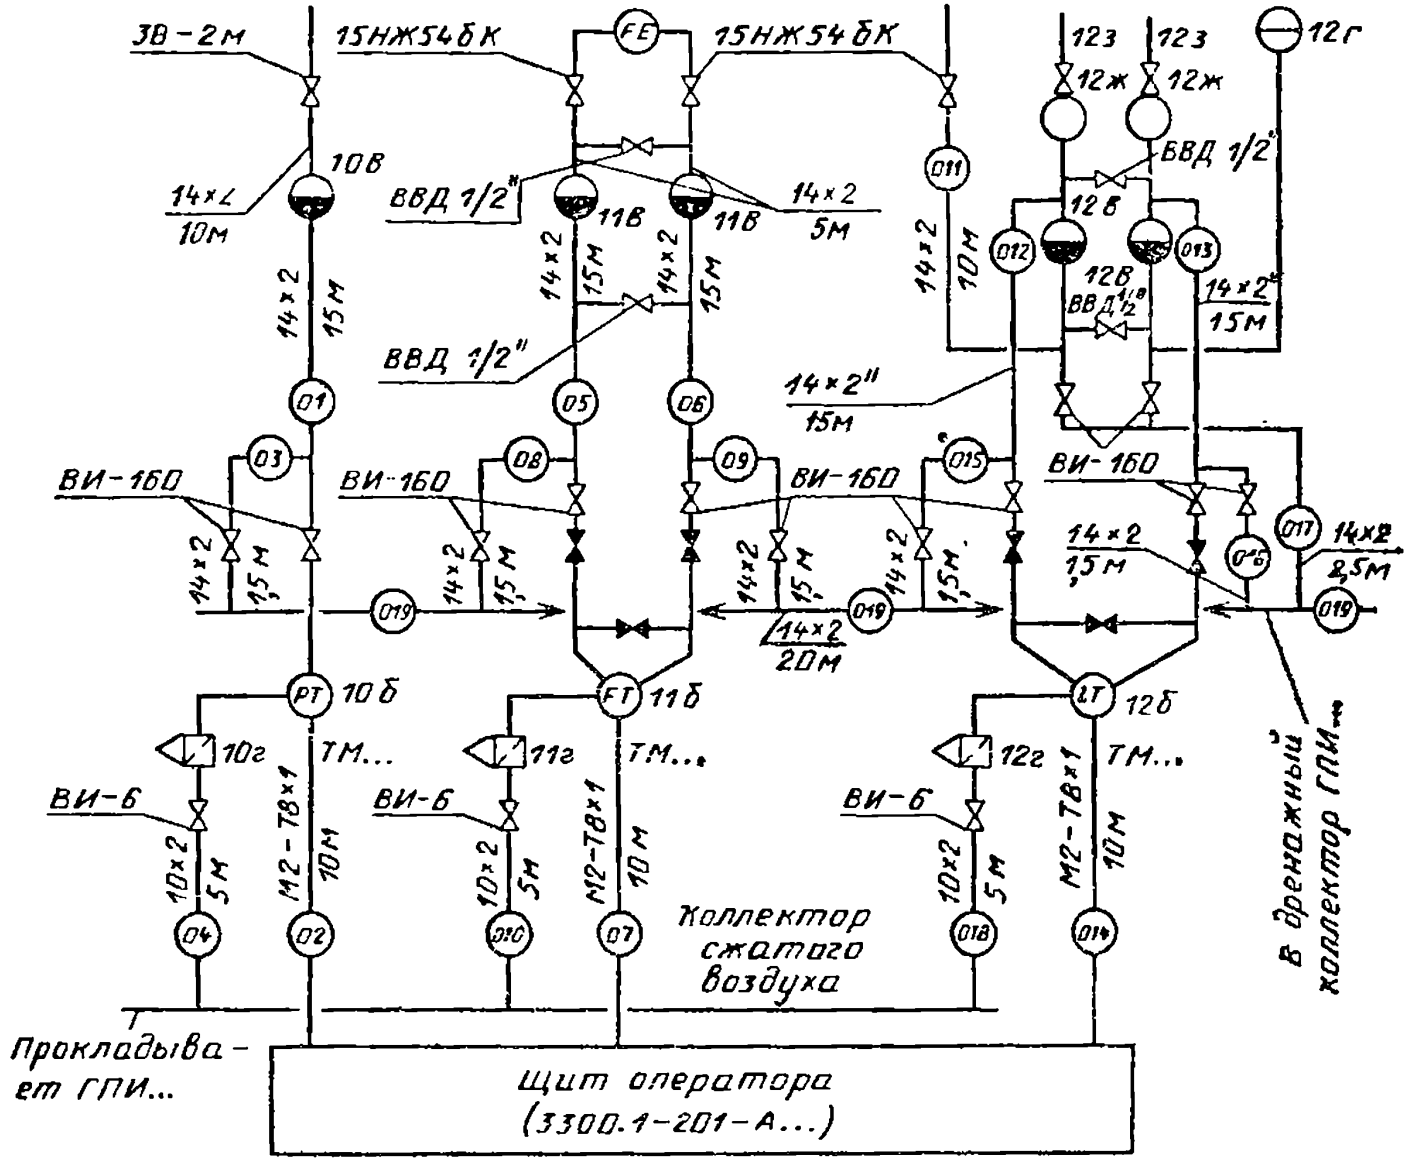

Рис. 7.9. Пример выполнения схемы соединений внешних проводок импульсных труб
7.12. Где найти пояснения нестандартизированных условных обозначений на рис. 7.9?
7.13. Почему изображения части вентилей на рис. 7.9 залиты черным и их нет в перечне элемеитов?